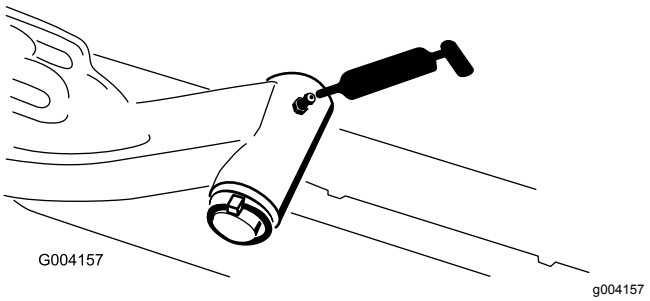

Figur 41
- Løftearmsdreietappaksel (1 hver) (Figur 41)